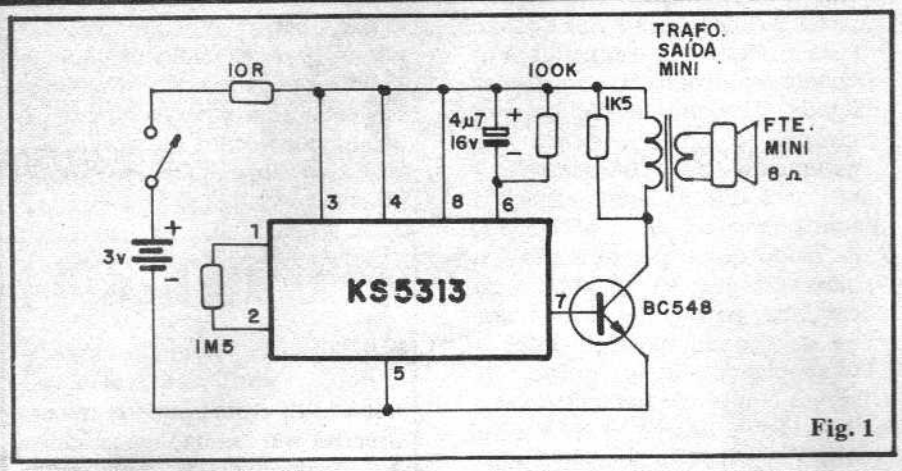

Fig. 1
– **FIG. 1** – O CIRCUITO – A quase inacreditável simplicidade do circuito fica clara na fig. 1, que mostra o equema da CAIXINHA DE MÚSICA 5313. Além do próprio Integrado (DIL de 8 pinos, do tamanho de um 741 ou de um 555...), alguns poucos resistores, um único capacitor eletrolítico, um transístor "universal" e um pequeno transformador de saída, necessário para o casamento de impedância na saída para o alto-falante! O resistor de 1M5 é responsável pela "velocidade" de execução da melodia e admite variações (dentro da faixa que vai de 1M2 a 2M2), dependendo do gosto de cada um. O resistor de 100K, em paralelo com o capacitor eletrolítico de 4u7 também forma um conjunto de valor não crítico, admitindo variações (não muito radicais...) de valor, determinando o timbre e o ganho geral da saída sonora do Integrado. Como este, no seu pino 7 (saída), não apresenta potência e impedância diretamente compatíveis com um pequeno alto-falante, um transístor BC548 (ou qualquer outro NPN, de silício, para uso geral em áudio) reforça o sinal gerado pelo KS5313, antes de entregá-lo ao alto-falante mini, através do transformador de saída também miniatura (tipo "pinta vermelha") em paralelo com o resistor de 1K5 utilizado apenas para adequar a carga do transístor. Normalmente, o Integrado trabalha sob alimentação de apenas 1,5 volts (uma única pilha pequena), porém, na prática esse tipo de alimentação fica de difícil implementação, devido a um fato muito simples: não existem, no nosso varejo especializado, suportes para **apenas uma** pilha pequena! Através, contudo, da inserção do resistor limitador de 10R na linha positiva de alimentação, o circuito pode, perfeitamente trabalhar sob 3 volts (provenientes de **duas** pilhas, no caso), o que facilita a parte prática da realização... É bom saber,